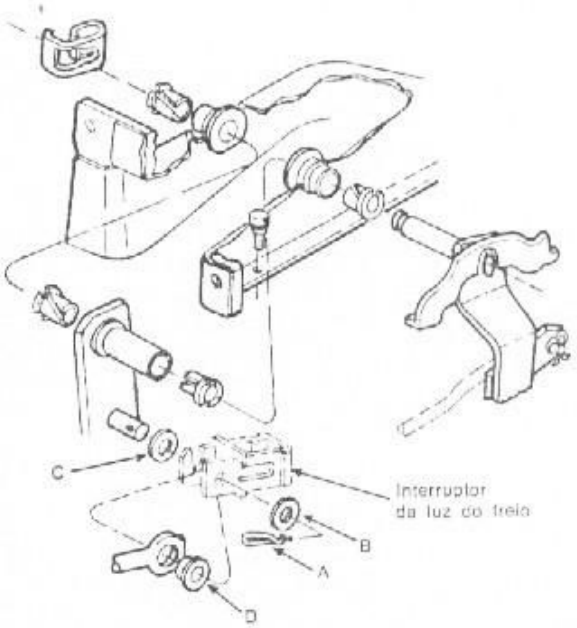
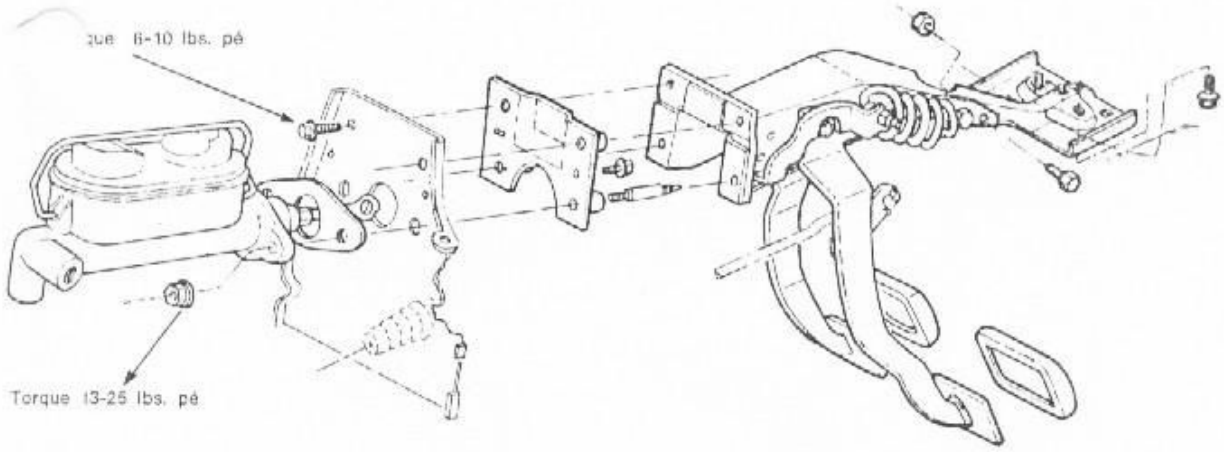

fig. 9 — articulações de comando do cilindro mestre
fig. 10 — cilindro mestre-instalação
3. Por dentro do veículo desligar os fios do interruptor da luz do freio e retirar o contra-pino (A) e a arruela externa (B) da articulação de comando da haste do cilindro mestre (fig. 9).
4. Remover as porcas de fixação do cilindro principal ao painel de fogo (fig. 10) e retirar o cilindro imente com a haste de acionamento.
1. Colocar a arruela interna (C) e a bucha (D) na haste de acionamento do cilindro (fig. 9).
2. Posicionar o cilindro mestre nos prisioneiros (fig. 10) e simultaneamente encaixar a haste de acionamento no interruptor da luz do freio, introduzindo o interruptor e a haste na articulação (fig. 9).
4. Instalar a arruela externa (B) e o contra-pino (A) na articulação (fig. 9).